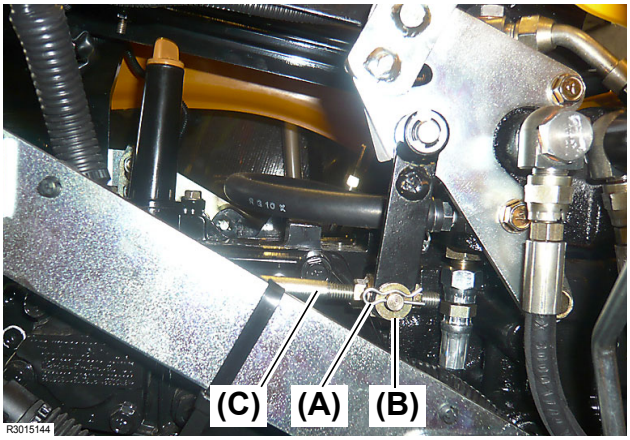

Fig. 4
4. Remove the snap pin **(Fig. 4, (A))** and the washer **(Fig. 4, (B))**. Then separate the feed back rod **(Fig. 4, (C))**.